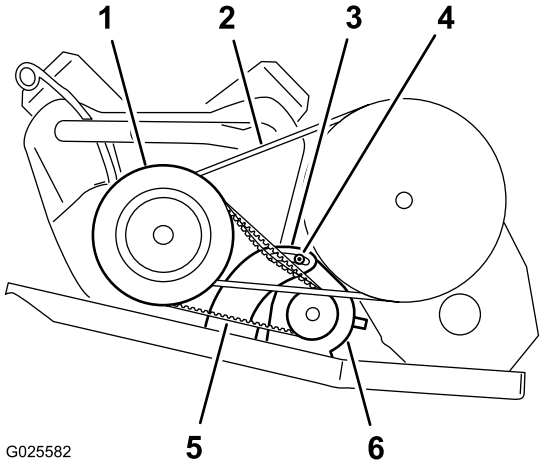

Figur 53
2. Løsne startergeneratorens svingmutter (Figur 53).
4. Trykk spikerjernet nedover for å vri starteren ned i sporet til remspenningen er 6 mm ved 44 N styrke (Figur 53).
5. Stram svingmutteren med håndkraft og fjern spikerjernet (Figur 53).